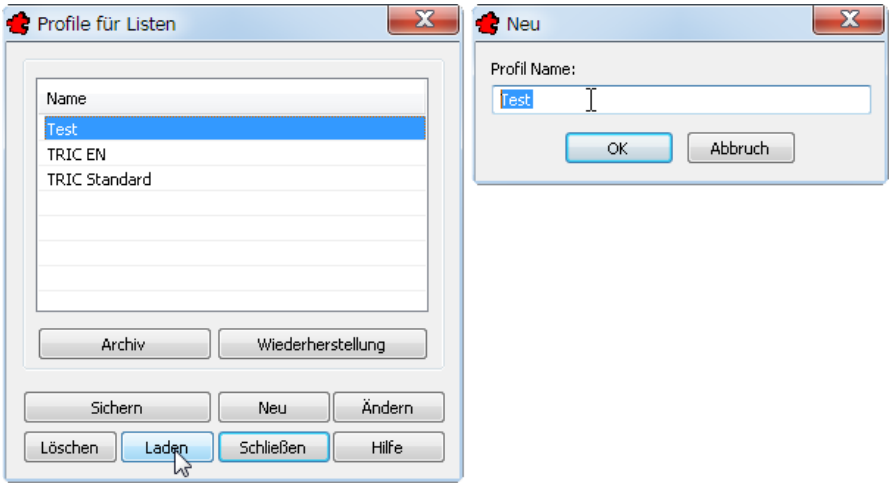

Bild 22.17 – Anfertigen eines neuen Listenprofils
- Klicken Sie auf die Schaltfläche *Profilmanager*. Die Dialogbox *Profile für Listen* erscheint mit den beiden mitgelieferten Profilen (Abb. 22.17 links).
Eigentlich wird hierdurch eine *Kopie* des aktiven Profils erzeugt, hier *TRIC Standard*. Das gleichnamige Dialogfeld erscheint (Abb. 22.17 rechts).